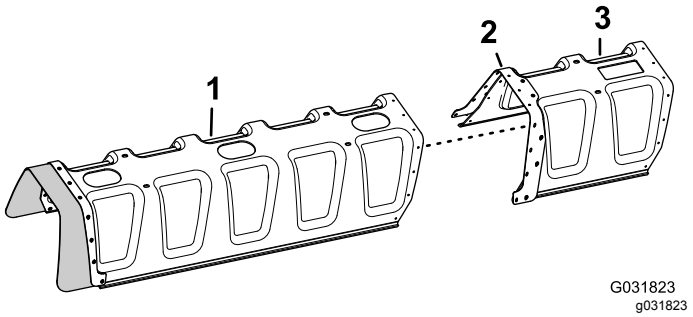

Figur 147
3. Placer hullerne i forstærkningspladen (dobbelt række) på afdækningsudvidelsen ud for hullerne i enden af 11-dyse-bomafdækningen (Figur 147).